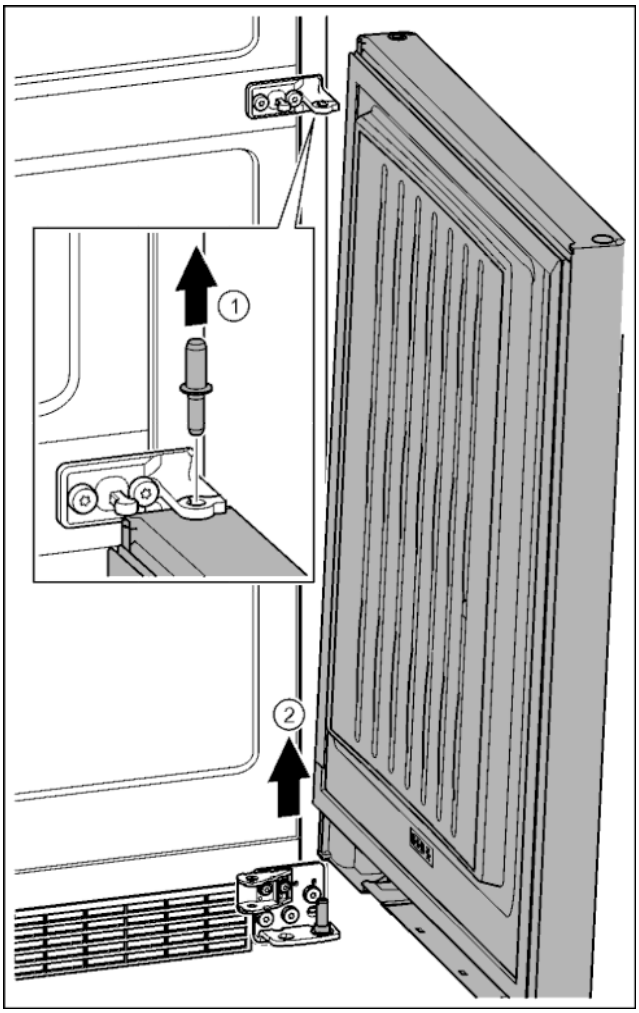

Fig. 26
- ▶ Извлечь пальцы движением вверх. *Fig. 26 (1)*
- ▶ Отклонить дверь, приподнять вверх и отставить в сторону. *Fig. 26 (2)*